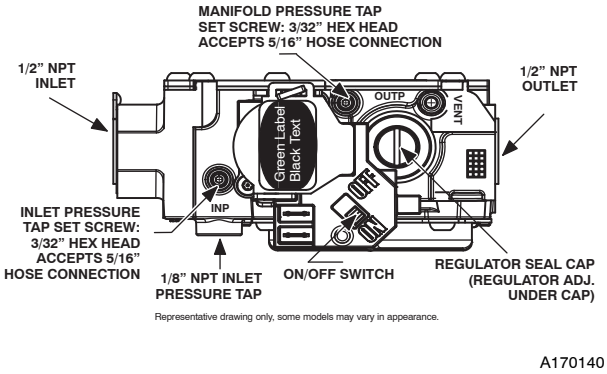

**Figure 8 - Single-Stage Gas Valve with Tower Pressure Ports**
1. Refer to Figure 8.
3. Remove cap that conceals the adjustment screw for the gas-valve regulator. (See Figure 8.)
4. Turn the regulator adjustment screw one (1) full turn out. This will decrease the manifold pressure closer to the natural gas set point.
7. Turn the adjusting screw clockwise (in) 10.5 full turns. This will increase the manifold pressure closer to the natural gas set point. (See Figure 8.)
2. Verify manometer is connected to inlet pressure tap on gas valve. (See Figure 8.)
13. On some models, apply pipe dope sparingly to the 1/8-in. (3 mm) NPT pipe plug and install in the 1/8-in. (3 mm) tapped inlet-pressure tap opening in the gas valve. Or, on some models, tighten set screw on inlet tower pressure tap with a 3/32-in. hex wrench. (See **Figure 8**.)
3. Attach manometer to manifold pressure tap on gas valve. (see **Figure 8**)